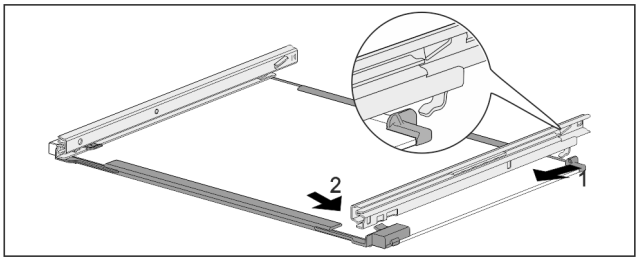

Fig. 245 Placa de sticlă cu șine
- ▶ Agățați șina în partea din spate. *Fig. 245 (1)*
- ▶ Închichetați șina în partea din față. *Fig. 245 (2)*